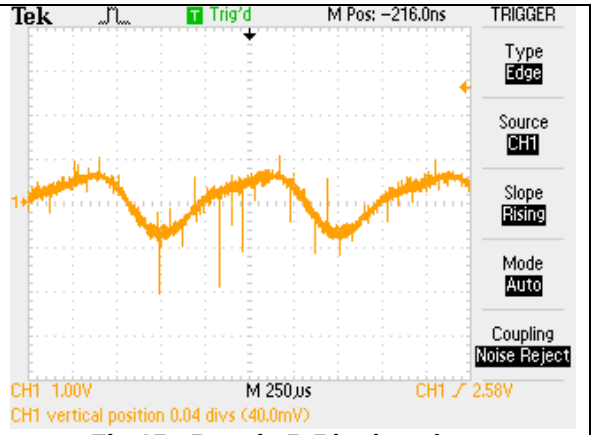

Fig 15 +B and –B Ripple voltage
25. The ripple current for +B or –B should be 3V P.P. maximum as shown on Fig 15 below